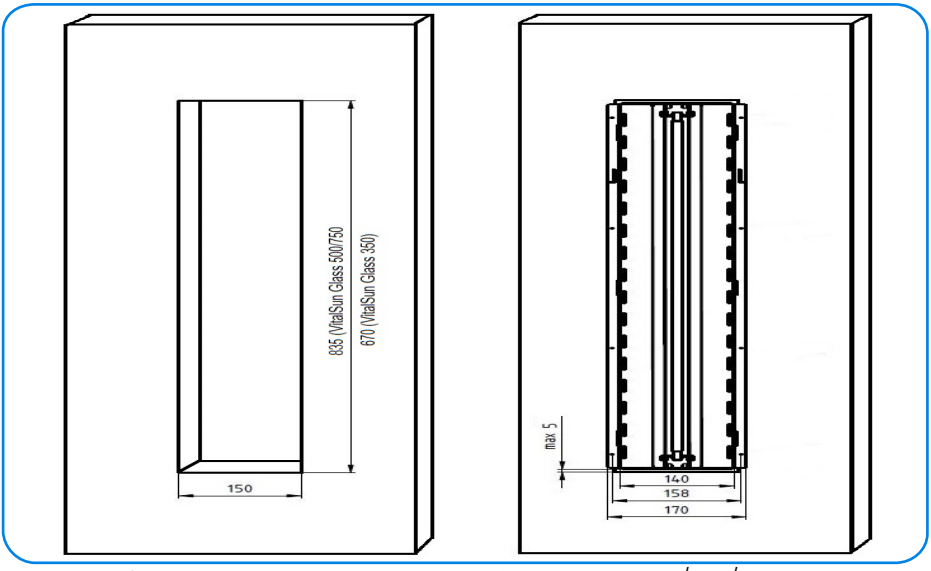

Rys. 3.2 Otwór pod montaż promiennika z serii VitalSun Glass 350/500/750
W celu przeprowadzenia montażu urządzenia w ścianie, wymagane jest wykonanie odpowiedniej wielkości otworu (Rys. 3.2) wraz zachowaniem odległości między sąsiadującymi elementami.
- Osadzić promiennik w otworze ściany wraz z przeprowadzeniem przewodu przyłączeniowego do modułu mocy sterownika. Stosować wymiary wg Rys. 3.2, (oznaczenie pozycji urządzenia znajduje się na tylnej części obudowy promiennika)